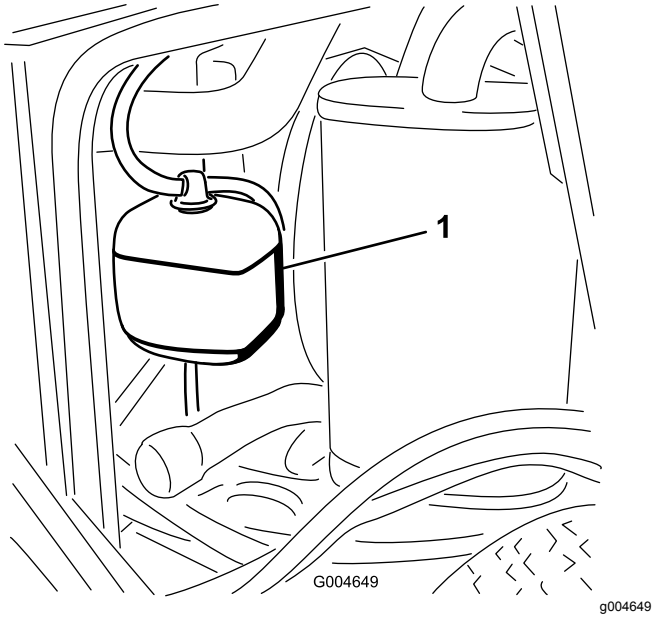

Figuur 42
1. Controleer het koelvloeistofpeil in de expansietank (Figuur 42).